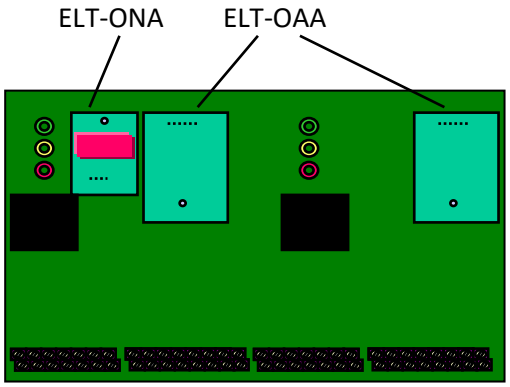

Bild 4: Optionale Zusatzausstattung
- Stecken Sie die Zusatzplatine in den dafür vorgesehen Steckplatz (siehe **Bild 4**). Gehen Sie dabei äußerst sorgfältig vor. Achten Sie darauf, dass keine Steckverbindungen umgebogen oder beschädigt werden.